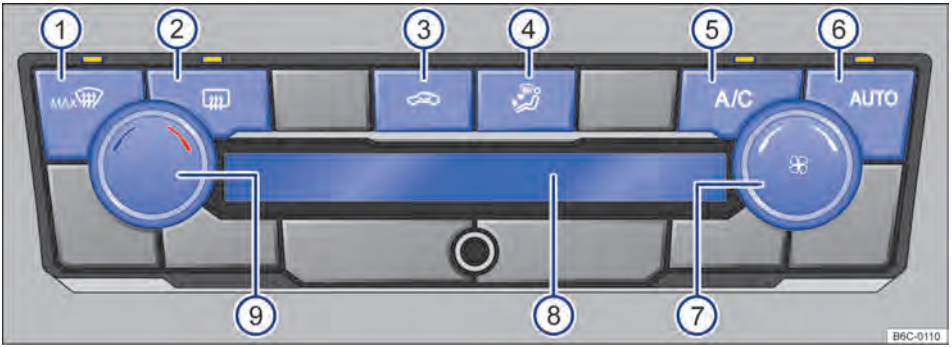

Fig. 86 Comandos do Climatronic.
– *Climatronic:* girar o regulador do ventilador para a esquerda até o batente → Fig. 86 ⑦
Com o botão AUTO → Fig. 86 ⑥ é possível ligar o modo automático do Climatronic.
O modo automático garante temperaturas constantes no interior do veículo. A temperatura do ar, o volume de ar e a distribuição de ar são regulados automaticamente. O funcionamento automático se desliga quando a ventilação é alterada manualmente ou com a alteração da distribuição de ar através do botão → Fig. 86 ④ pressionar.
– *Climatronic:* girar o regulador rotativo esquerdo → Fig. 86 ⑨.
No display do Climatronic → Fig. 86 ⑧ é indicada a temperatura ajustada. ▶
– *Climatronic:* girar o regulador do ventilador → Fig. 86 (7).
– *Climatronic:* pressionar o botão → Fig. 86 (4) para posição desejada, a distribuição selecionada será indicada no display (8).
– *Climatronic:* pressionar o botão MAX → Fig. 86 (1).